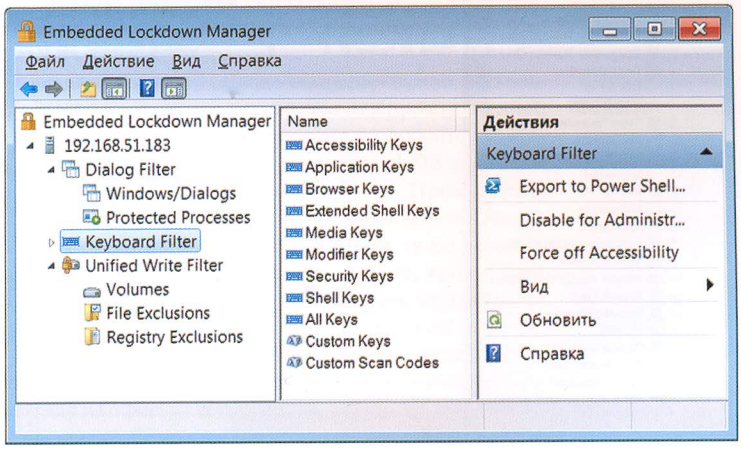

РИС. 2. ◄ Embedded Lockdown Manager
Если требуется более тонкая стройка системы, которая выхо- ит за рамки конфигурирования одулей WE 8 Standard и установки истемных обновлений, пригодятся ругие встроенные средства адми- истрирования Windows. В первую очередь это технология Windows Management Instrumentation (WMI), с помощью которой можно локально или удаленно работать с диском устройства, управлять учетными записями пользователей, настраивать брандмауэр, просматривать журналы работы системы, выполнять перезагрузку системы и пр. Большинство функций управления через WMI имеют графический интерфейс. Так, например, реализован Embedded Lockdown Manager (рис. 2), при помощи которого настраиваются такие уникальные возможности WE 8 Standard, как фильтры защиты от записи, диалоговый фильтр, фильтр клавиатуры. Более подробно эти функции рассматривались в статье «Windows 8 Embedded Lockdown — возможности для встраивания» (№ 3 (45) '2013).